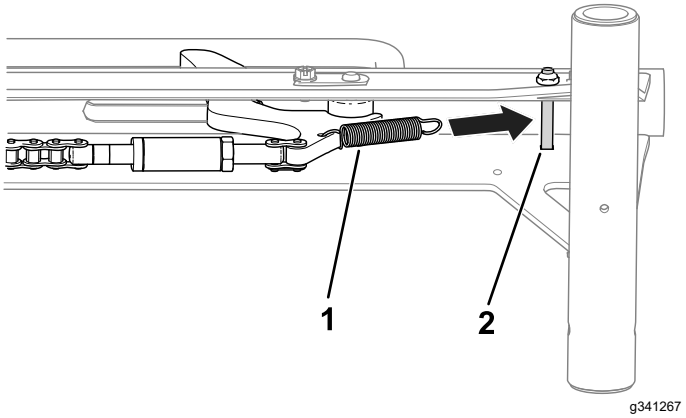

**Figuur 5**
7. Verbind de veer met de wielaanslag en de bout binnenin de rail (Figuur 5).